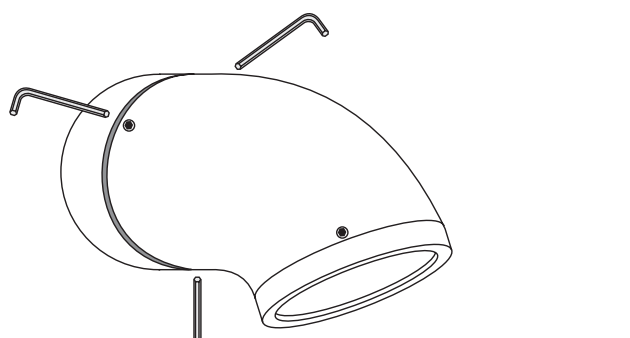

fig. 1
- Allentare i 3 grani del lato posteriore del corpo ottico (usare chiavetta esagonale 2) e togliere la base **(fig. 1)**.
- Alloggiare il corpo ottico sulla base e bloccare gradualmente ed alternativamente i 3 grani per permettere una corretta compressione della guarnizione **(fig. 1)**.
- Loosen the 3 dowels at the back side of the optical body (use hexagonal key 2) and remove the base **(fig. 1)**.
- House the optical body on the base and block gradually and alternatively the 3 dowels to allow a right compression of the gasnet. **(fig. 1)**.
- Desserrer les 3 grains du còté postérieur du corps optique (utiliser clé hexagonale 2) et enlever la base **(fig. 1)**.
- Placer le corps optique sur la base et bloquer graduellement et alternativement les 3 grains pour permettre une compression correcte de la garniture **(fig. 1)**.
- Die 3 Stifte auf der Rückseite des Lichtkörpers lösen (dazu Inbusschlüssel 2 verwenden) und den Boden herausnehmen **(Abb. 1)**.
- Den Lichtkörper wieder auf den Boden setzen. Dabei schrittweise und abwechseind die 3 Stifte anziehen, um einen einwandfreien Sitz der Dichtung zu gewährleisten **(Abb. 1)**.
- Aflojar los 3 tornillos sin cabeza situados en la parte trasera del cuerpo óptico (utilizar llave hexagonal 2) y quitar la base **(fig. 1)**.
- Montar el cuerpo óptico sobre la base y apretar de forma gradual y alterna los 3 tornillos al fin de comprimir correctamente la junta **(fig. 1)**.